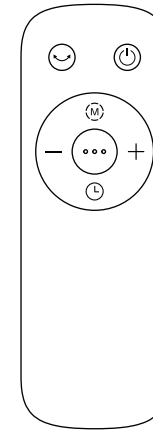

Рис.1
a. Описание кнопок (см. рис.1)